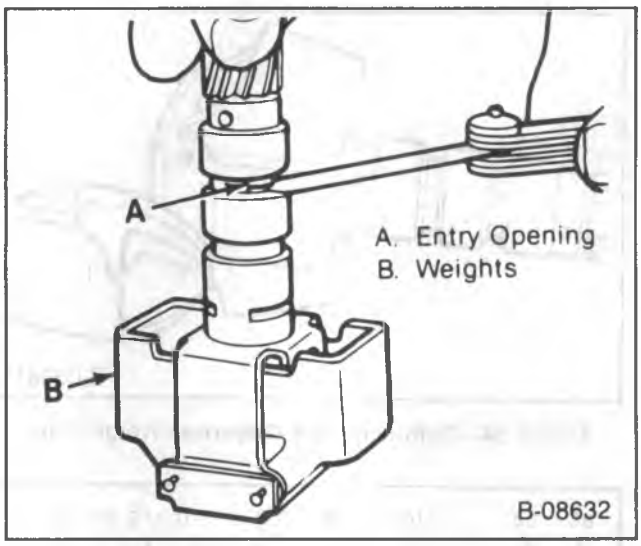

Figure 62—Measuring the Governor Valve Entry, Opening
- Valve entry opening. With the weights held all the way outward, the opening should be 5.1 mm (0.020 in.) (figure 62).